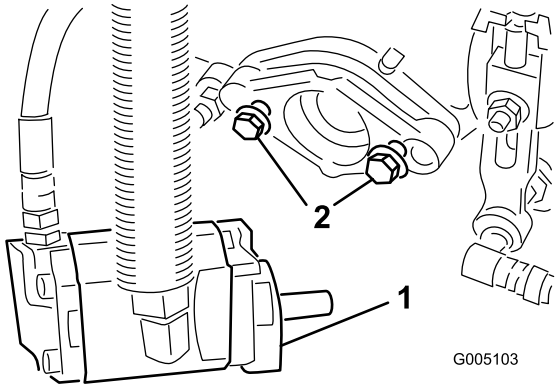

Figura 10
6. Asegúrese de que quedan aproximadamente 13 mm de rosca a la vista en cada perno de montaje del motor del molinete (Figura 10).
9. Apriete los pernos de montaje (Figura 10).